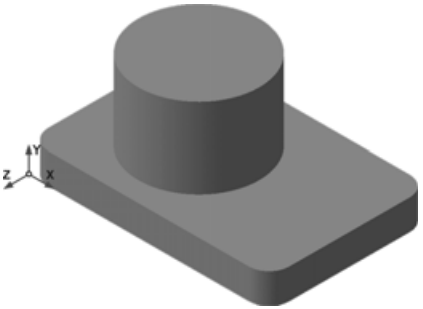

Рис. 2.63
- Система выполнит скругление указанных кромок (рис. 2.63), а в дереве построения появится новый элемент **Скругление:1**. Вновь установите режим отображения **Полутоновое** .